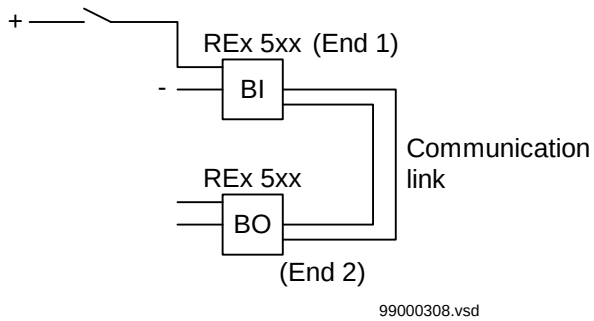

Figure 19: Test of RTC with I/O.
A test connection is shown in figure 19. A binary input (BI) is connected to a RTC function input in end1, for example RTC1-SEND01, and in the other end a binary output (BO) is connected to the received function output, for example RTC1-REC01. The binary signal is transferred to the remote end (end2) through a communication link. Check at the remote end that the corresponding signal (RTC1-REC01) has been received. Repeat the test for all the signals used by the RTC function.